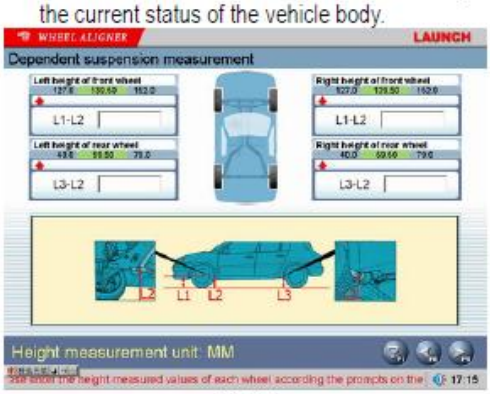

Fig.4.8
4. When some special vehicle models (such as RENAULT MEGANE II) are selected, the screen will pop up an interface of [Dependent Suspension Measurement] as shown in Fig.4.8. This interface provides an operating platform for dependent suspension measurement system, in order to confirm the standard data according to the current status of the vehicle body.